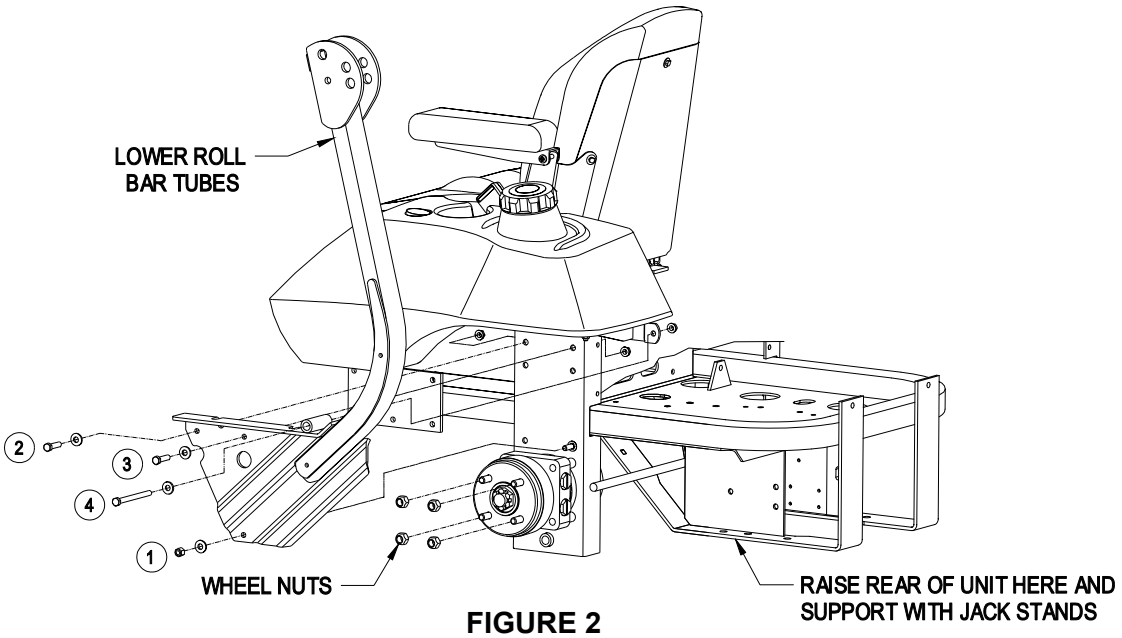

FIGURE 2
b) Align lower roll bar tubes along wheel motor channels as shown in Figure 2.
c) **LOOSELY** install the lower roll bar hardware from the bolt bag to the tubes in the following order (Reference Figure 2 for alignment and installation instructions below):